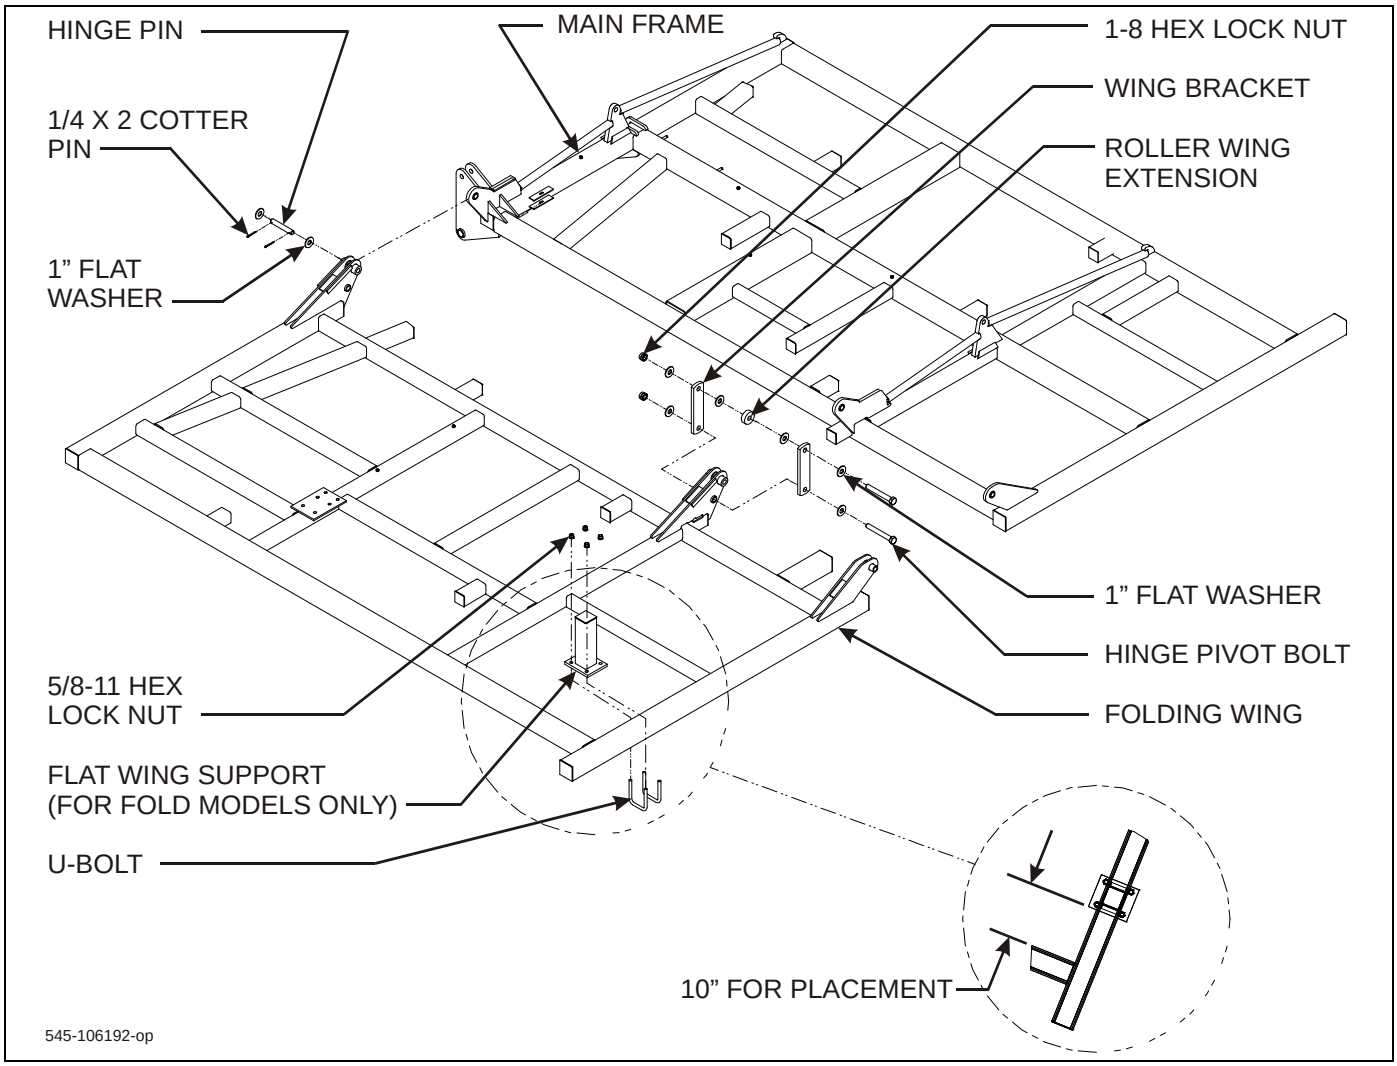

**Figure 3-2: Frame Assembly - 15' Fold Model**
1. Connect main frame and folding wing together using hinge pin, 1" flat washers, and 1/4 x 2 cotter pins **(See Figure 3-2.)**